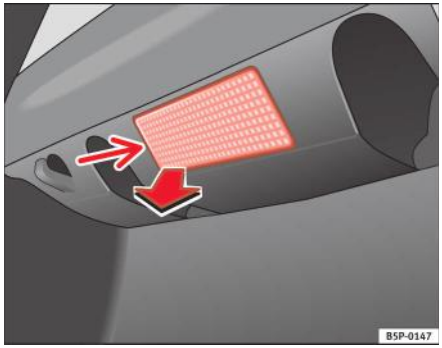

Fig. 174 Lampa din portbagaj
– Scoateți becul, apăsând pe marginea interioară a acestei -săgeți- cu muchia unei şurubelnițe ⇒ fig. 174.